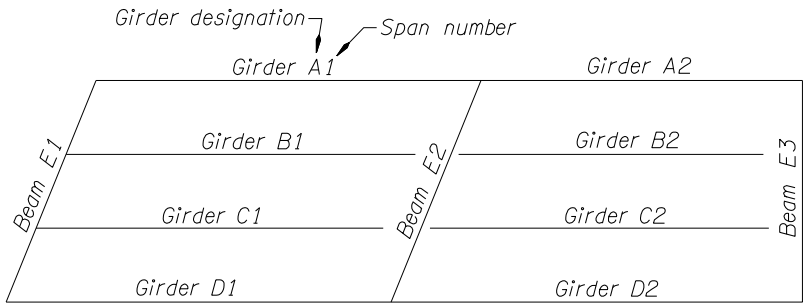

Figure 2.7.5A
- Girders usually identified by a single letter and a span number for the girders that are not identical. See Figure 2.7.5A